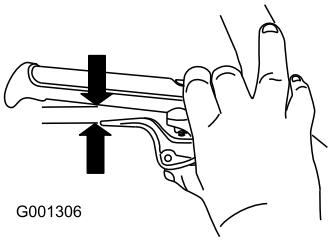

Figura 32
1. Premete a fondo la leva, poi verificate la distanza tra la parte inferiore della stegola e l'estremità della leva della frizione ruota (Figura 32).
2. Ripetete la procedura per l'altro cavo (Figura 32).